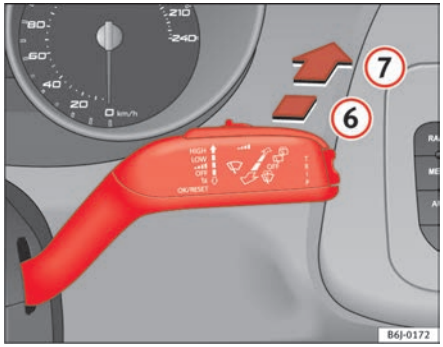

Fig. 62 Windscreen wiper and windscreen wash lever: rear window wiper
– Press the lever forwards to position (6) ⇒ fig. 62. The wiper will wipe the window approximately every 6 seconds.
– Press the lever fully forwards to position (7) ⇒ fig. 62. The rear wiper and washer operate at the same time. The windscreen wash system will function as long as you hold the lever in this position.